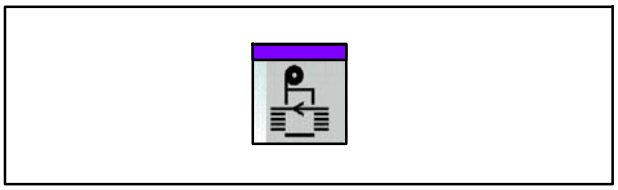

Fig. 177 Touche Mode couplé
2. Appuyer sur la touche Mode couplé (Fig. 177) et présélectionner le mode autonome